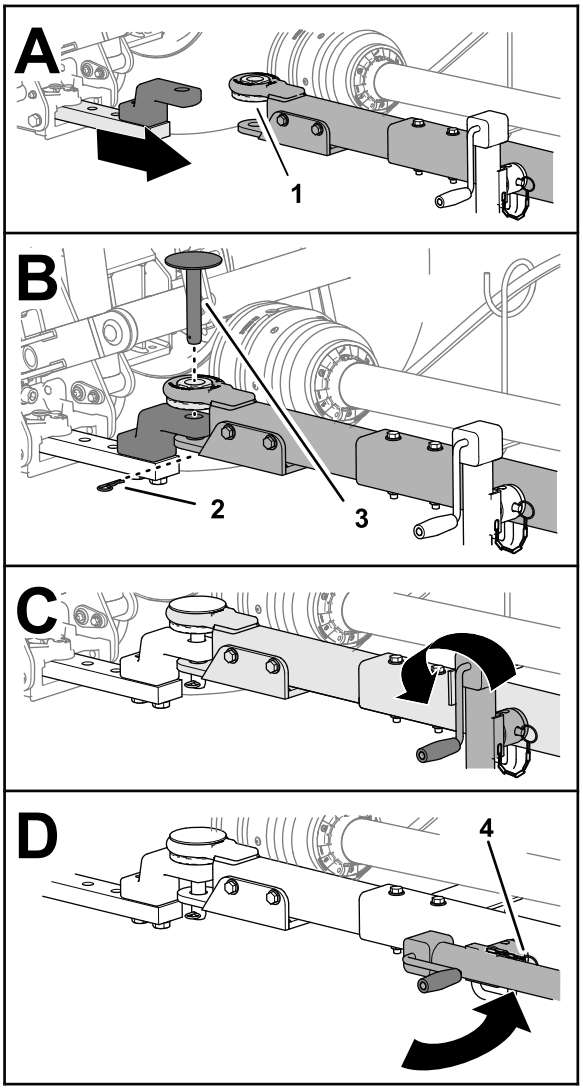

Figur 29
- Om gräsklipparen har en sprintbogserings-stång för du in hakbulten genom hålen i bogseringsstången och dragstången och fäster sprinten med hårnålssprinten (Figur 29).
6. Höj upp domkraften helt och hållet (Figur 29).
7. Avlägsna sprinten som fäster domkraften på bogseringsstången, vrid domkraften horisontalt och fäst domkraften på bogseringsstången med sprinten (Figur 29).